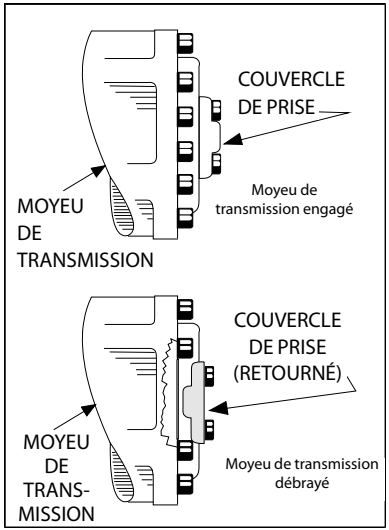

Figure 4-7. Moyeu de transmission engagé/débrayé
2. Débrayer les moyeux de transmission en retournant le couvercle de prise. (Voir Figure 4-7.) Après avoir remorqué la machine, suivre les procédures suivantes :
3. Engager les moyeux de transmission en retournant le couvercle de prise. (Voir Figure 4-7.)